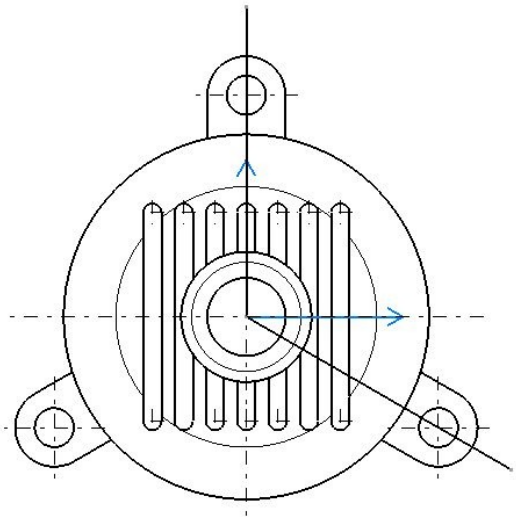

Figure 13-50 *Sketch for the section lines*
f. Generate the aligned section view from the top view after activating it, refer to Figures 13-50 and 13-51.
3. Draw the sketch for section lines on the top view, as shown in Figure 13-50. You need to make sure that the vertical line of the sketch is drawn first. Double-click on the endpoint of the line drawn later to exit the section line creation.